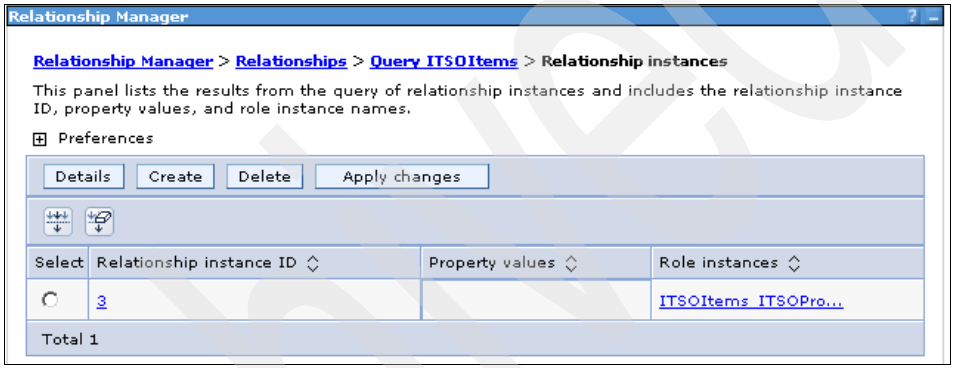

Figure C-15 The new instance created
14. In the Relationship instances panel (Figure C-15), notice that we now have a value in the Relationship instance ID column, indicating that the instance has now been saved and assigned a number.
c. Back in the Relationship instances panel (Figure C-15), select the radio button next to the relationship instance and click **Details**.